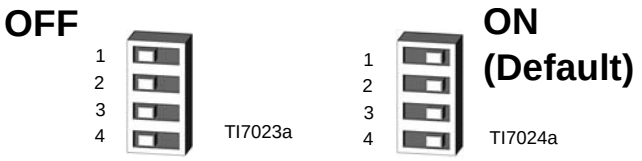

FIG. 7. DIP Switch (SW2) Settings
2. Set the four DIP switches to the desired positions. See FIG. 7 and TABLE 5 on page 33.